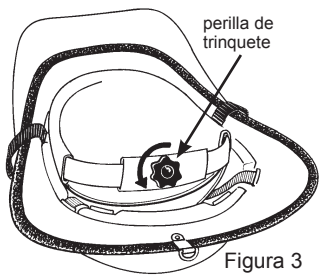

Figura 3
1. Gire la perilla del trinquete en dirección opuesta a las manecillas del reloj hasta que la banda para la cabeza esté en su mayor tamaño (Figura 3).